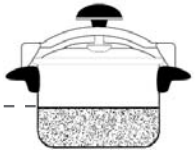

FIG.A2
2. Para cocinar alimentos que aumentan el volumen al cocer, como sopa, arroz o algunos vegetales, no debe llenar la olla más de la mitad (1/2) de su capacidad. *(FIG. A2)*